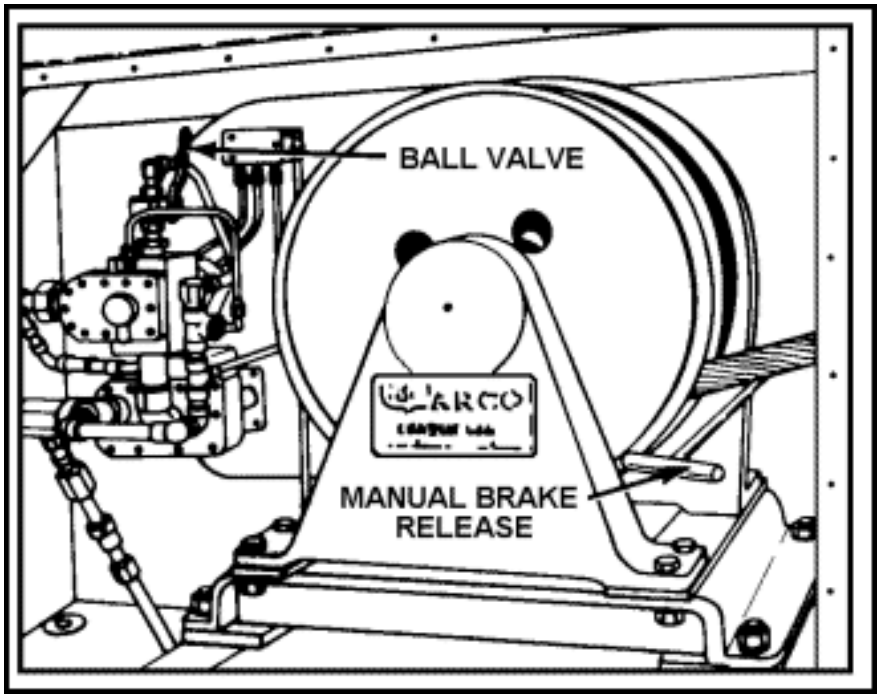

Figure 17-11. Manual Brake System
- **Step 6.** Lift up on the manual brake release handle (Figure 17-11) to control the rate of speed that the ramp will fall.